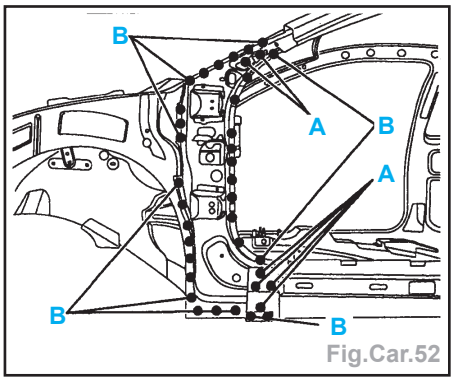

Fig.Car.52
- par points bouchons au MIG (suivant A) (Fig.Car.52),